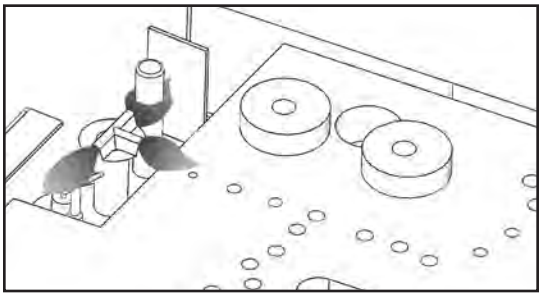

Figure 6: Pilot Flame.
1. Turn off the gas to the fireplace. **If not recently done, remove the door and let the unit air out for at least five (5) minutes to clear out any gas.** Turn on gas to the heater. Leak test all joints with soapy water. **NEVER USE OPEN FLAME FOR LEAK TESTING.**
2. Start the pilot by pressing the gas control knob and turning it to PILOT. While holding the gas control knob in, press the piezo ignitor several times until the pilot light starts. Hold the gas control knob in for 30 seconds. Check that the pilot has fully engulfed the thermocouple assembly (refer to Figure 6).
Periodically do a visual check of the pilot flames. One flame should encompass the ignitor and thermocouple and the other should burn over the burner ports (see Figure 6). Also check that the burner is operating correctly, refer to Figure 59 or the Front Cover.